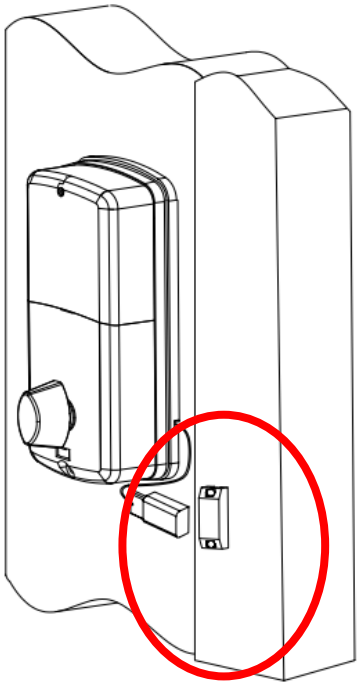

Figure P-5
(6)Lock the door/Relock(See **Figure P-5, Figure P-6)**